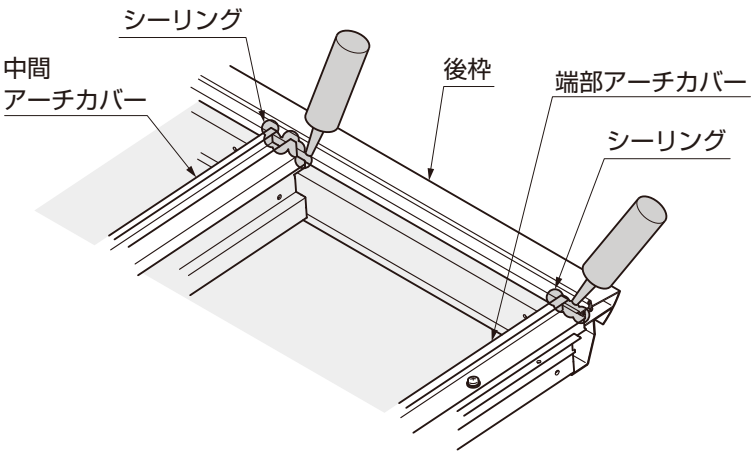

図9-4　シーリング個所
②後枠と中間アーチカバーの間、端部アーチカバーの間にシーリングをしてください。(図9-4参照)